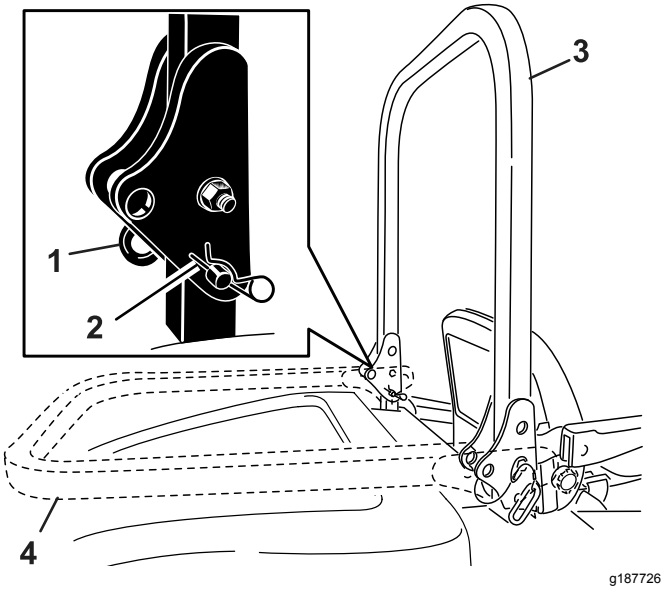

Рисунок 12
2. Установите защитную дугу в поднятое положение, а затем снимите игольчатые шплинты и извлеките два штифта (Рисунок 12).